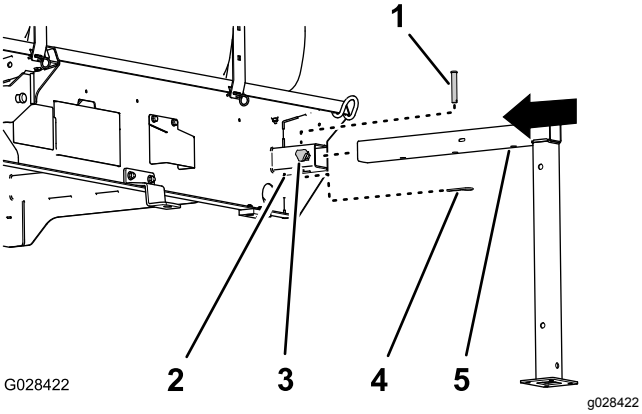

Figur 133
1. Rikta in den främre domkraften med domkraftsstödet på tankens framsida (Figur 133).
2. Sätt in domkraften i stödet tills mitthålet i det horisontella domkraftsröret riktas in med hålet längst upp i stödet. (Figur 133).
4. Gänga in en låsratt i stödet och dra åt den för hand (Figur 133).